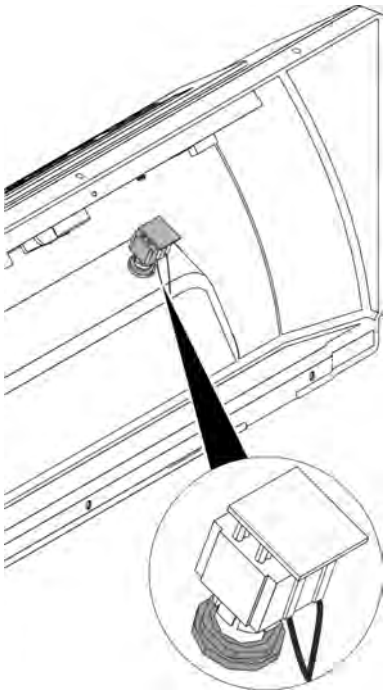

Fig. 71: Dismounting the key switch
3. Screw off the nut (*Fig. 71*) of the key switch from the inside.